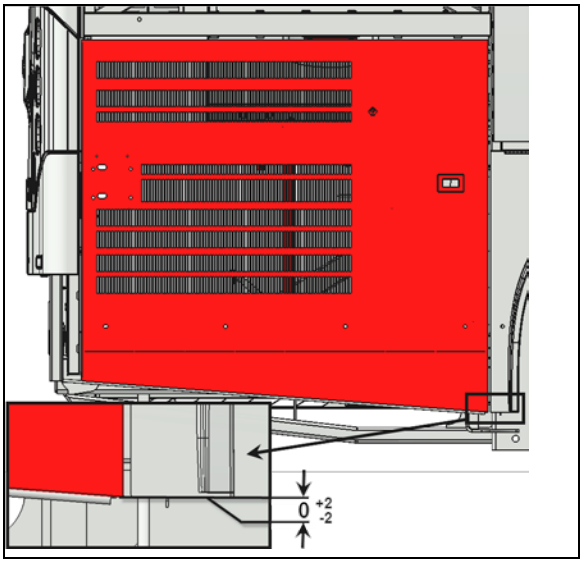

FIGURE 46:
3. Le coin inférieur droit de la porte doit être à la même hauteur que le coin inférieur gauche de l'aile arrière (Figure 46:)